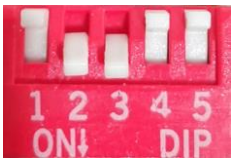

图 6.18 外部航模 PWM 闭环拨码开关设置
- 将拨码开关设置为 SW2=ON（选择闭环运行模式），SW3= ON，SW4= OFF，SW5= OFF（选择外部航模 PWM 控制方式），如**图 6.18**。